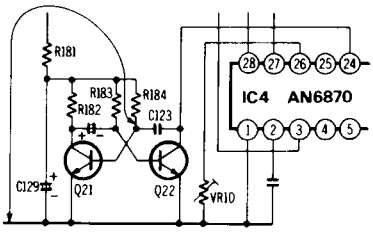

Fig. 21
2. As shown in fig. 21, connecting the base of Q21 and ground stops the oscillation of the astable multivibrator comprising Q21 and Q22.